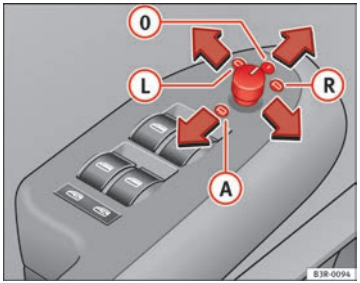

Fig. 103 Detailed view of the armrest: Adjuster knob
– Turn the adjuster knob to position ⇒ Fig. 103 (L) (left exterior mirror) or position (R) (right exterior mirror).
When reverse gear is engaged, the mirror surface tilts slightly downwards, provided the mirror control is switched to the exterior mirror on the passenger side (knob in position (R) ⇒ Fig. 103). This provides a better view of the kerb when parking.